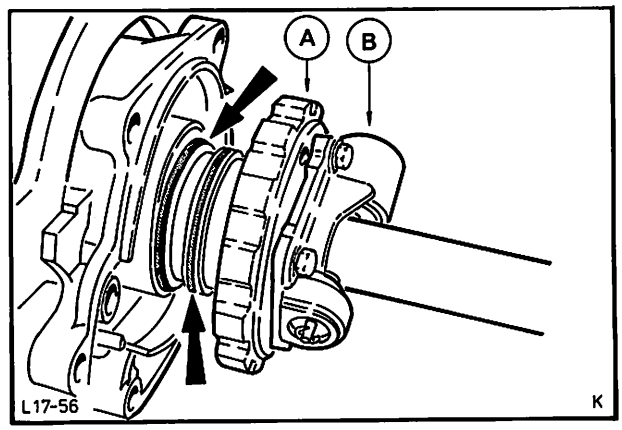

Abb. 84 Abtriebswelle komplett mit Regler
37. Abtriebswelle komplett mit Regler montieren, **dabei darauf achten, daß die Kolbenringe der Reglernabe nicht beschädigt werden.** Abb. 84.